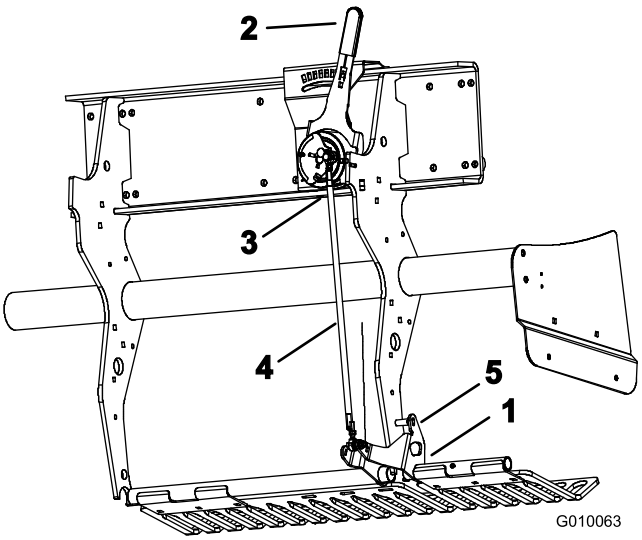

**Figur 58**
1. Vrid det vänstra gräsmatteskyddets monteringsfäste (Figur 58) uppåt tills en låspinne (5/16 silverstål eller bult) kan föras in mellan fästet och djupinställningsröret som är svetsat till ramen.
2. Flytta markföljningsspaken (Figur 58) till ”H”-inställningen (den djupaste).
3. Koppla bort utombordskulbrytaren (Figur 58) från ledningsnätet (huvud lågt-brytare).
4. Lossa kontramuttrarna (till vänster och höger) på dragstången för djupjustering (Figur 58).